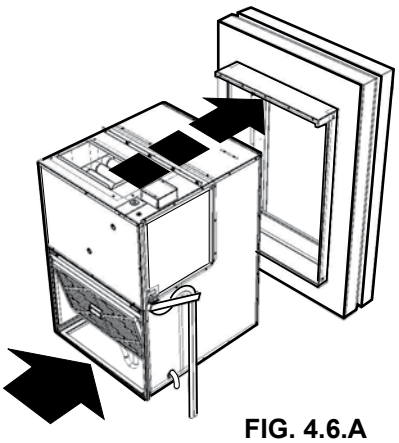

FIG. 4.6.A
2. Bring the Condo Pack as close as possible to wall opening (FIG. 4.6.A). Carefully slide the unit into the Wall Sleeve (refer to section "4.4 Wall Sleeve Assembly and Installation") so the front of the unit is in contact with the front flanges of the Wall Sleeve.